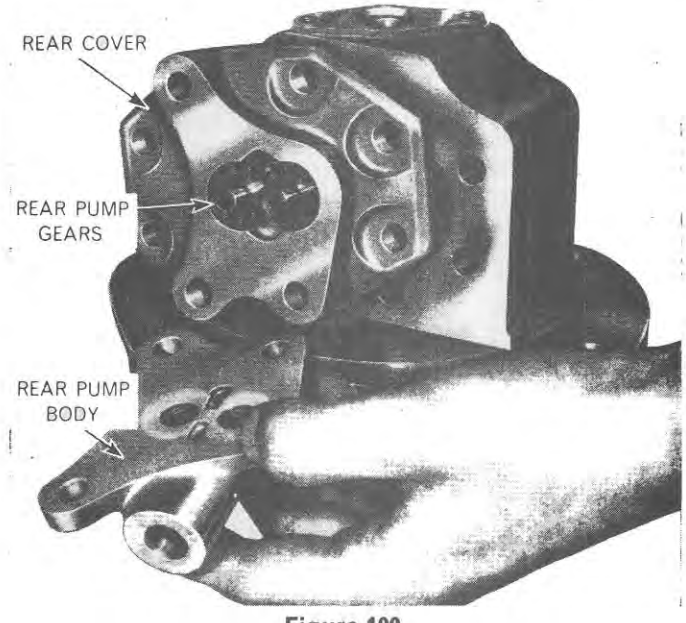

Figure 100
7. Lightly secure the end covers, Figure 100, to the pump body with the bolts, nuts and spring washers ensuring that the two dowel bolts which pass through the outlet cover plate are correctly positioned. Tighten the nuts evenly to the specified torque (See Specifications Section, Chapter 5.)